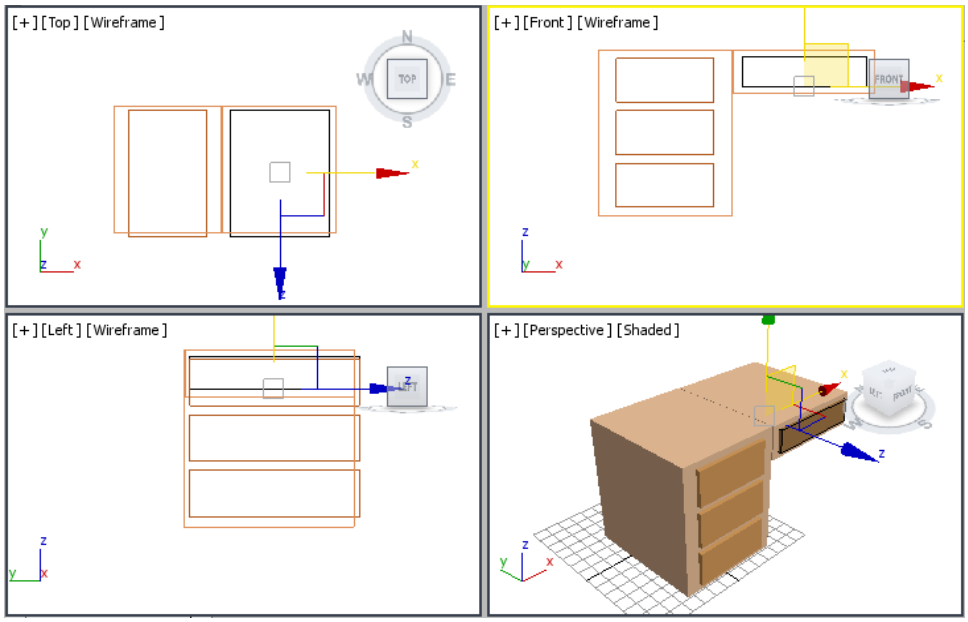

Figure 2-53 *Alignment of drawer004 in all viewports*
5. Align *drawer004* with the *right box* in viewports, as shown in Figure 2-53.